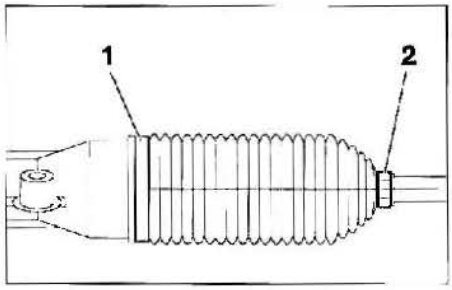

FIG. 3
- Desmontar las abrazaderas (1) y (2) (lado derecho) **(fig. 3)**.